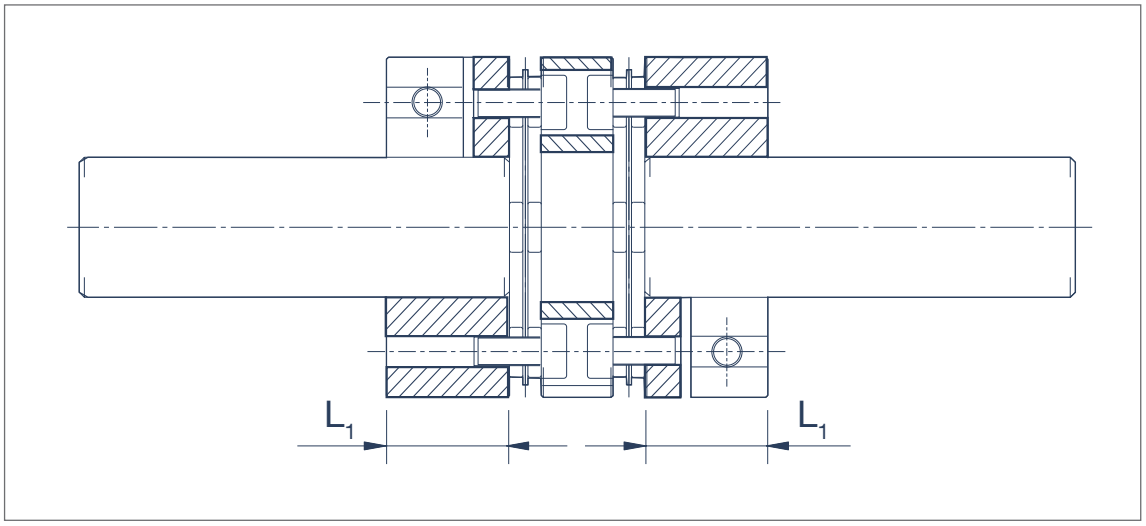

Abbildung 2
3. Bitte stellen Sie zusätzlich sicher, dass die beiden Wellenstümpfe in den vollen Nabenbereich L1 (Abbildung 2) hineinragen (Werte hierzu entnehmen Sie bitte den jeweiligen Tabellen auf den Seiten 66-69).